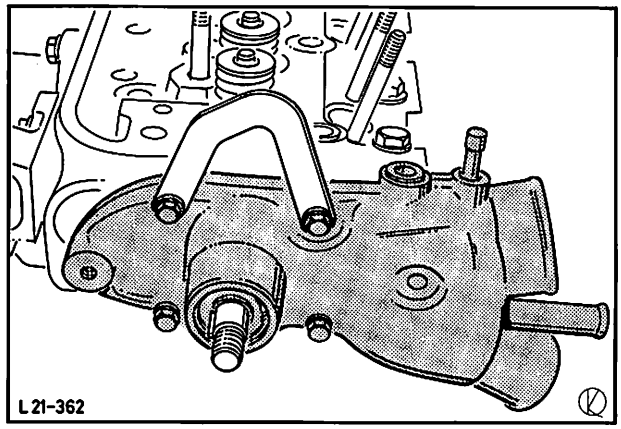

Abb. 119 Wasserpumpe vom Zylinderkopf abschrauben
2. Wasserpumpe vom Zylinderkopf abschrauben (5 Schrauben), Abb. 119.